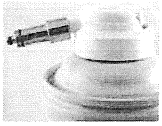

Fig.7
2. To lubricate EVO 500 series handpiece, put Spray Nozzle into nozzle of the lubrication oil can (Fig.7). Connect handpiece with the nozzle (Fig.8) and inject lubrication oil for 2~3 seconds.